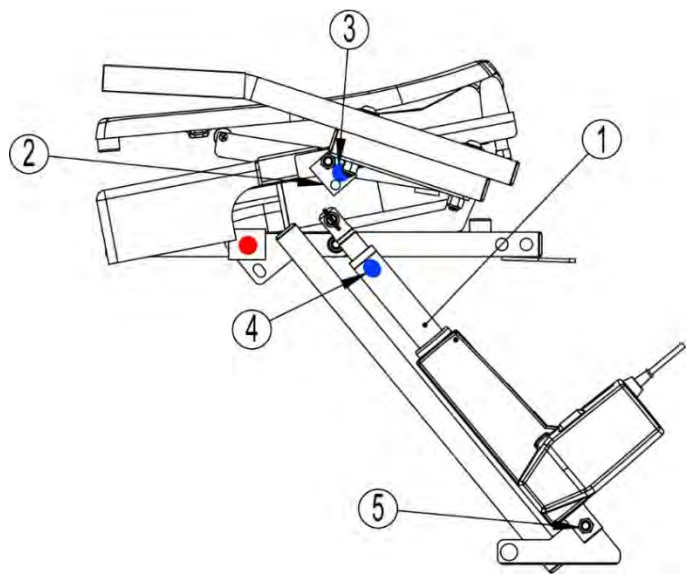

FIG. 14
4.1 Using the **blue** dots on actuator bracket ③ and actuator ④ as guides (FIG. 14), hold actuator ① and lower the seat to align the actuator slot with the actuator bracket ②.